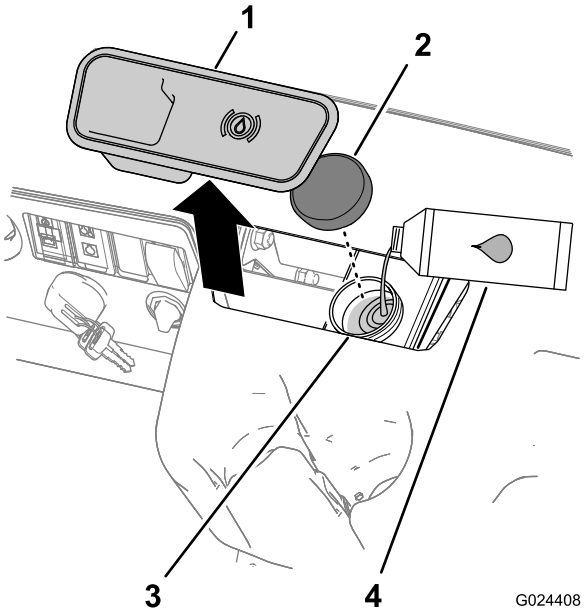

Rysunek 14
2. Wyjmij gumową zaślepkę na środku i u góry tablicy rozdzielczej, aby uzyskać dostęp do pompy hamulcowej i zbiornika płynu hamulcowego (Rysunek 14).
A. Oczyść okolice korka wlewu płynu, a następnie odkręć korek (Rysunek 14).
C. Załóż korek na zbiornik (Rysunek 14).